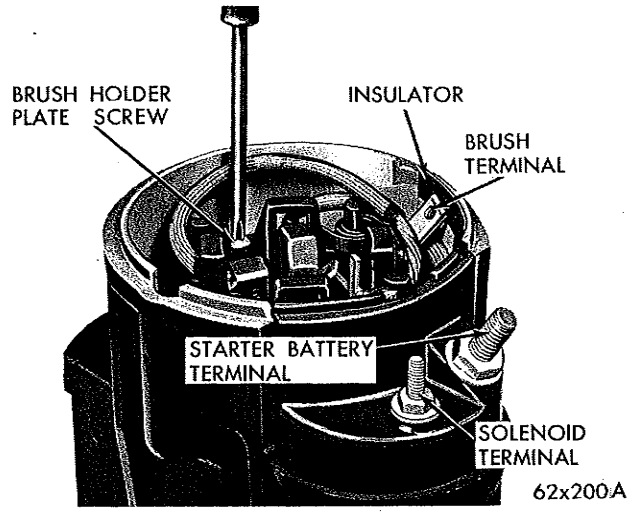
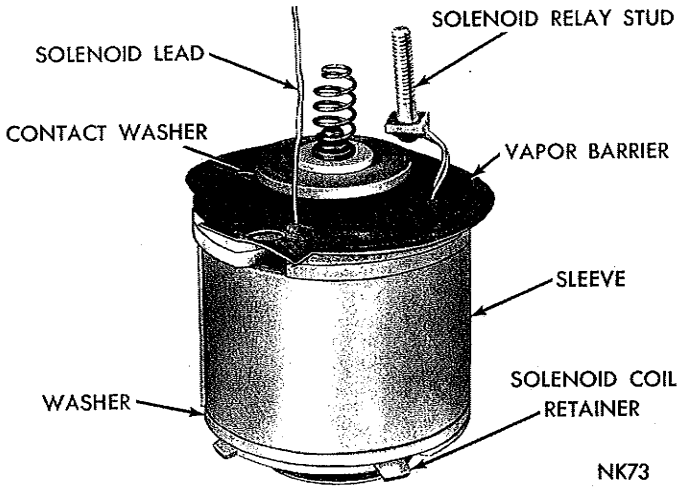

*Fig. 5—Removing or Installing Brush Holder Plate Screw*
*Fig. 6—Solenoid Assembly Removed*
(8) Remove screw attaching brush holder plate to starter gear housing (Fig. 5).
(9) Remove nut (11/32″ wrench), steel washer and insulating washer from solenoid terminal.
(10) Straighten solenoid wire and remove brush holder plate with brushes as an assembly.
(11) Remove solenoid assembly from gear housing well (Fig. 6).
(12) Remove nut, steel washer and sealing washer from starter battery terminal.
(13) Remove starter battery terminal from holder